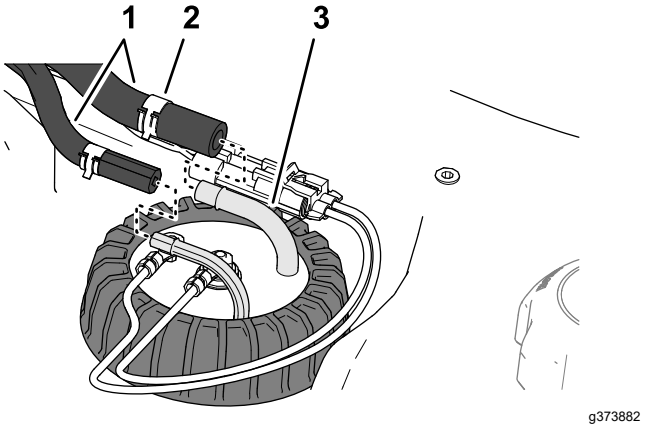

**Figuur 93**
5. Monteer de slang op de fittings van de brandstofsensor en bevestig de slangen met de klemmen aan de fittings (Figuur 93).